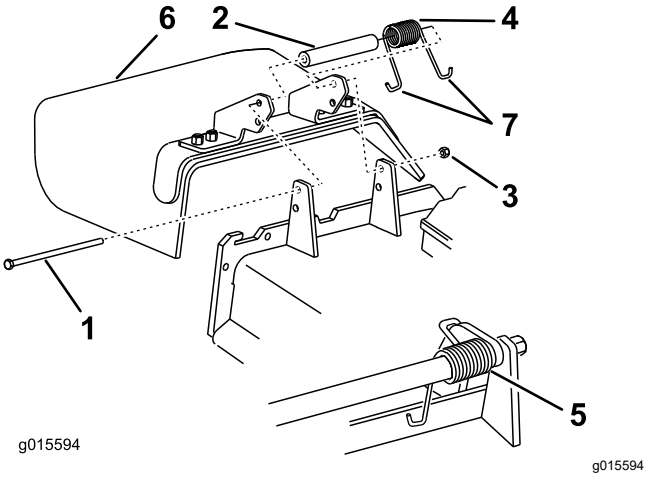

Figure 87
1. Remove the locknut, bolt, spring, and spacer holding the deflector to the pivot brackets (Figure 87).
Note: Make sure that 1 **J**-hook end of spring is installed behind deck edge before installing the bolt as shown in Figure 87.
6. Place 1 **J**-hook end of the spring around the grass deflector (Figure 87).